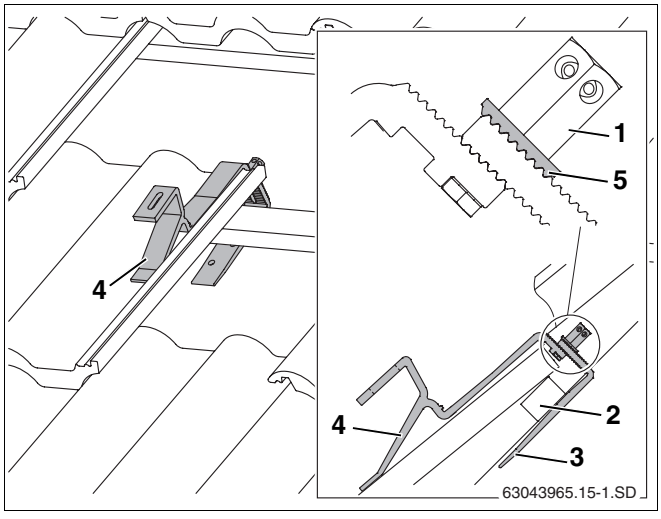

Rys. 13 Zawieszony hak dachowy (rysunek nie przedstawia wszystkich dachówek)
- Tak zawiesić hak dachowy, aby wspornik znalazł się w zagłębieniu pofalowania (rys. 13, **poz. 4**).
- Przesunąć dolną część haka dachowego (rys. 13, **poz. 3**) do góry, aż będzie on przylegał do łaty dachowej (rys. 13, **poz. 2**).
- Dociągnąć długą nakrętkę sześciokątną (rys. 13, **poz. 1**). W tym celu włożyć klucz SW 5 w otwór nakrętki sześciokątnej i obracać nim.
Zazębiona podkładka (rys. 13, **poz. 5**) musi wejść w zazębienie dolnej części haka dachowego.